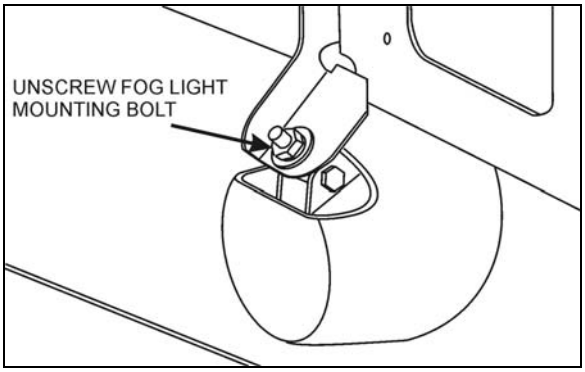

**FIGURE 29: FOG LIGHT MOUNTING BOLT**
3. Pull on the rod shown on figure 29 to pivot the headlight assembly.